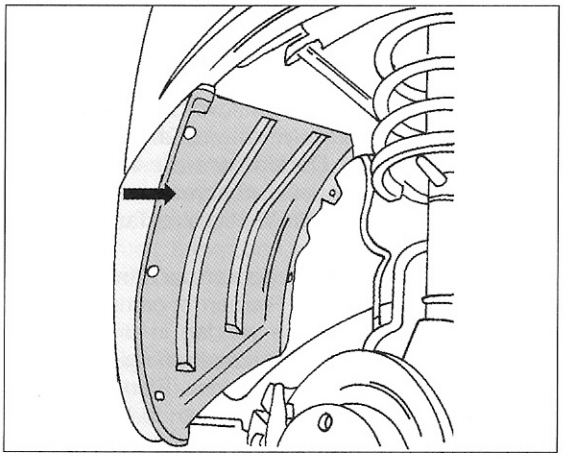
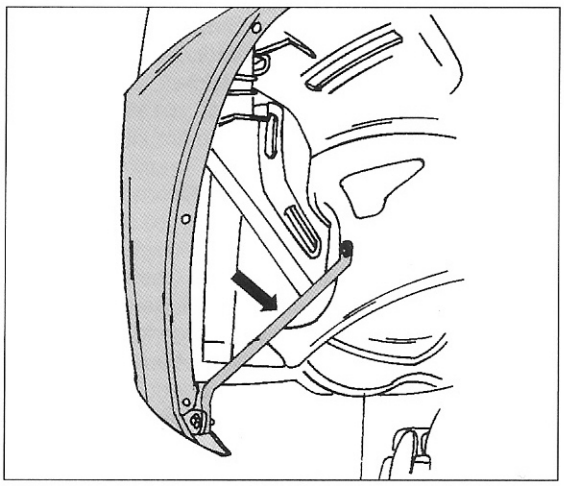
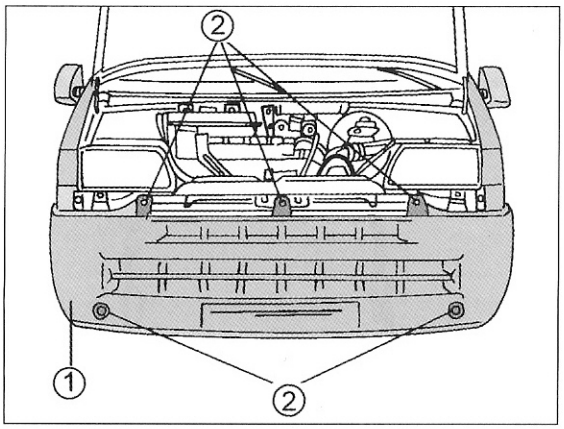

Bild 26
Bild 27
Bild 28
- In der Innenseite der Radkästen die in Bild 26 gezeigten Spritzbleche ausbauen. Dabei wird eine Stützstrebe zwischen der Karosserie und dem vorderen Stoßfänger frei, die man oben und unten abschraubt (siehe auch Bild 27). Der Stoßfänger kann jetzt unter Bezug auf Bild 28 ausgebaut werden.